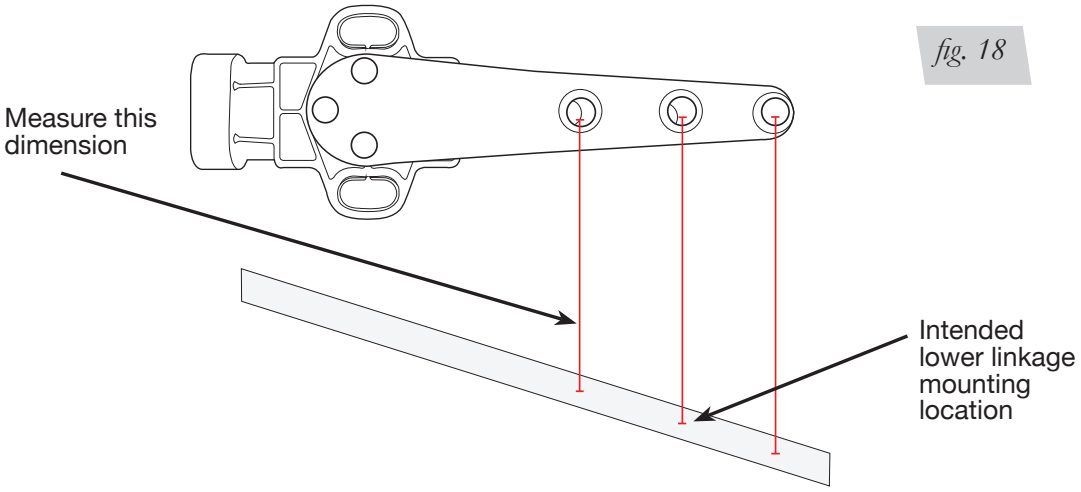

*fig. 18*
2. Reinstall air lines and cycle the suspension to get to the upper limit position again, measuring between the sensor arm's middle position and directly below the sensor arm hole mounting to the lower linkage ball joint (fig. 18). The difference between these two values will be the full suspension travel range.